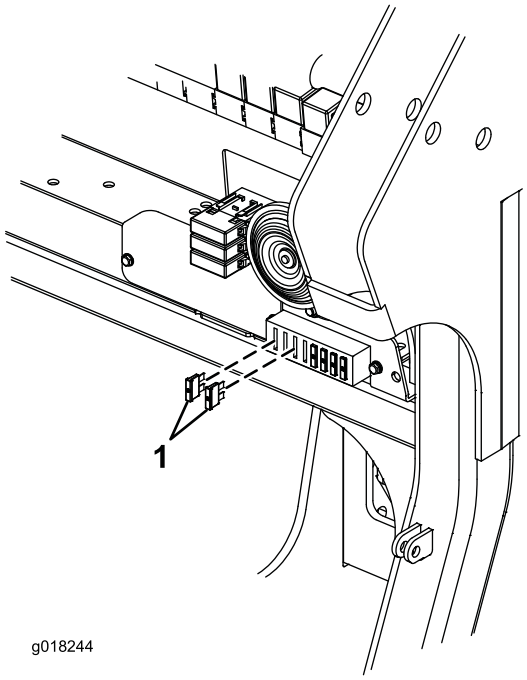

Figura 5
13. Instale (2) fusíveis de 15 amp no bloco de fusíveis. Utilize o 1º e 3º receptáculos da extremidade esquerda do bloco de fusíveis (Figura 5).